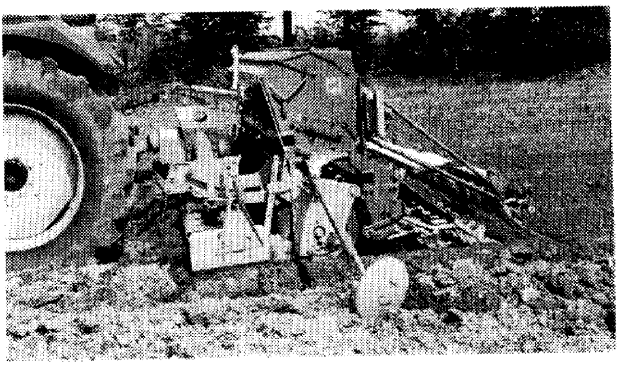

Fig. 2
- **AMAZONE-Rüttelegge** mit **Aufbau-Drillmaschine mit K-Scharen** (Fig. 2 und 3) auf leichten bis mittelschweren Böden nach dem Pflug.